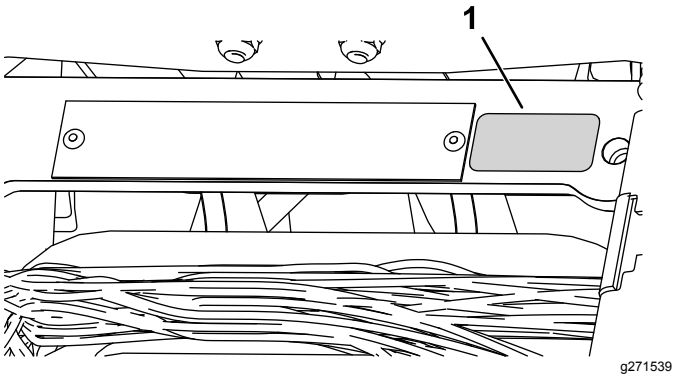

Rysunek 10
- W pobliżu tabliczki znamionowej zamocuj tabliczkę z rokiem produkcji (Rysunek 10).